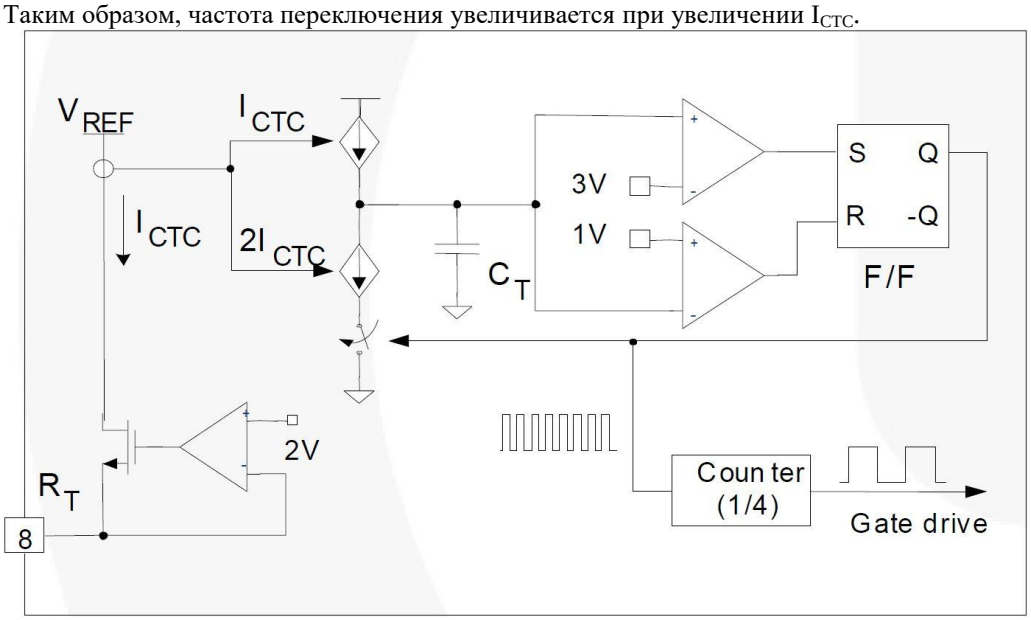

Рис. 16. Генератор, контролируемый током
2. Внутренний генератор: FAN7621S использует генератор, управляемый током, как показано на рис. 16. Внутренне, напряжение ножки R_T регулируется на 2В и ток зарядки / разрядки конденсатора генератора C_T получается путем копирования тока, протекающий из ножки R_T (I_{CTC}), с использованием токового зеркала. Таким образом, частота переключения увеличивается при увеличении I_{CTC}.